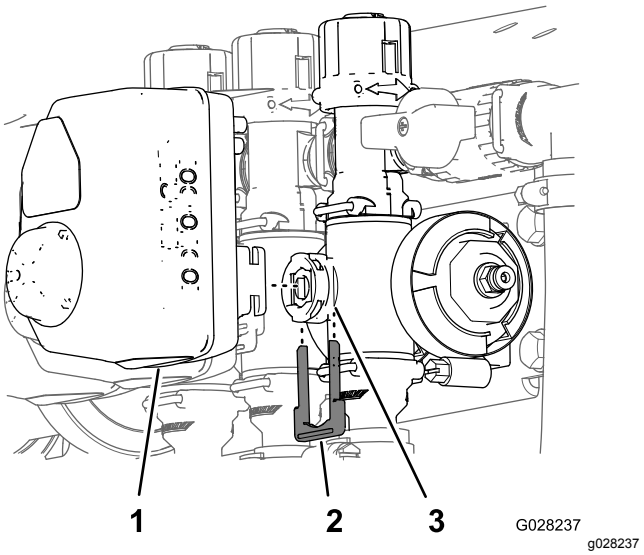

Figur 61
3. Ta bort hållaren som fäster manövreringsorganet vid grenrörsventilen för sprutmängd samt omrörningsventilen, huvudsektionen eller sektionens ventil (Figur 61).